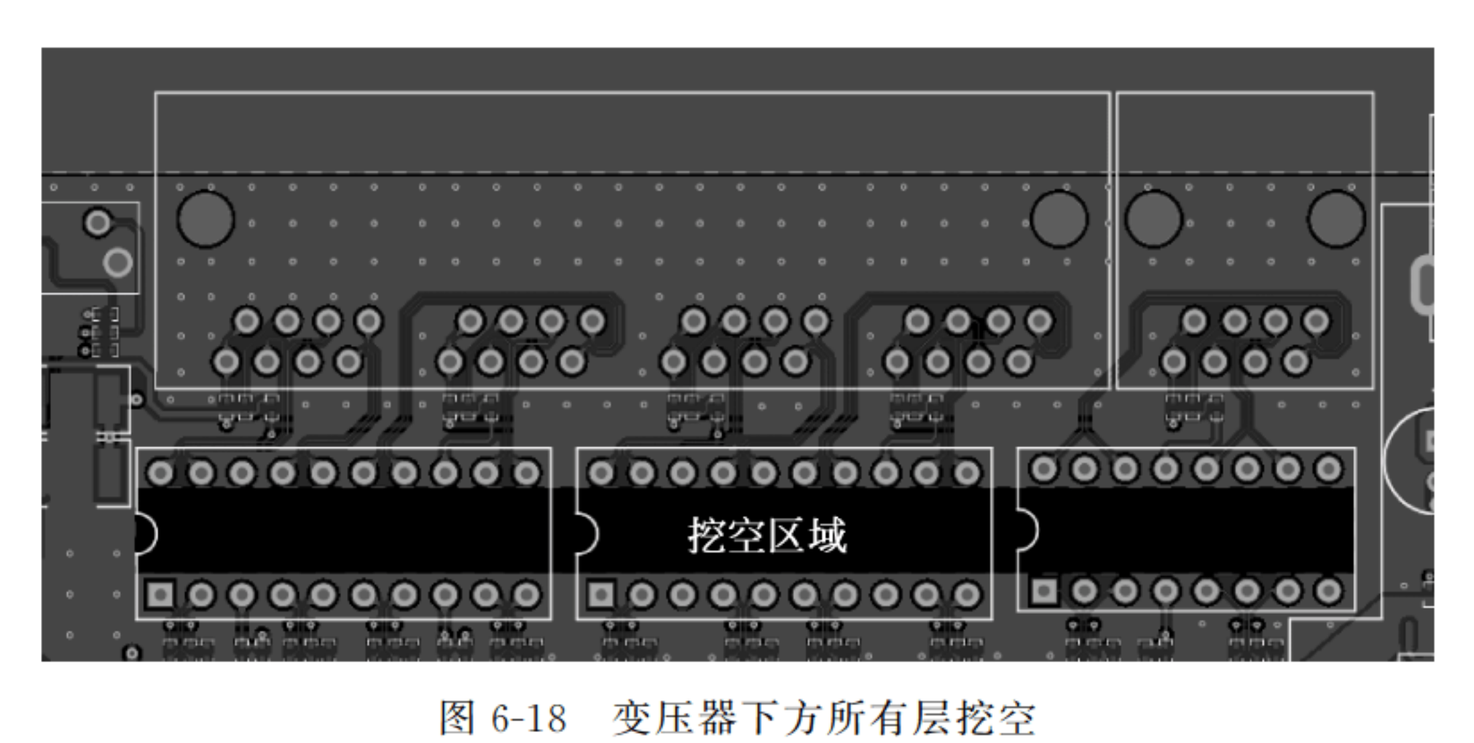
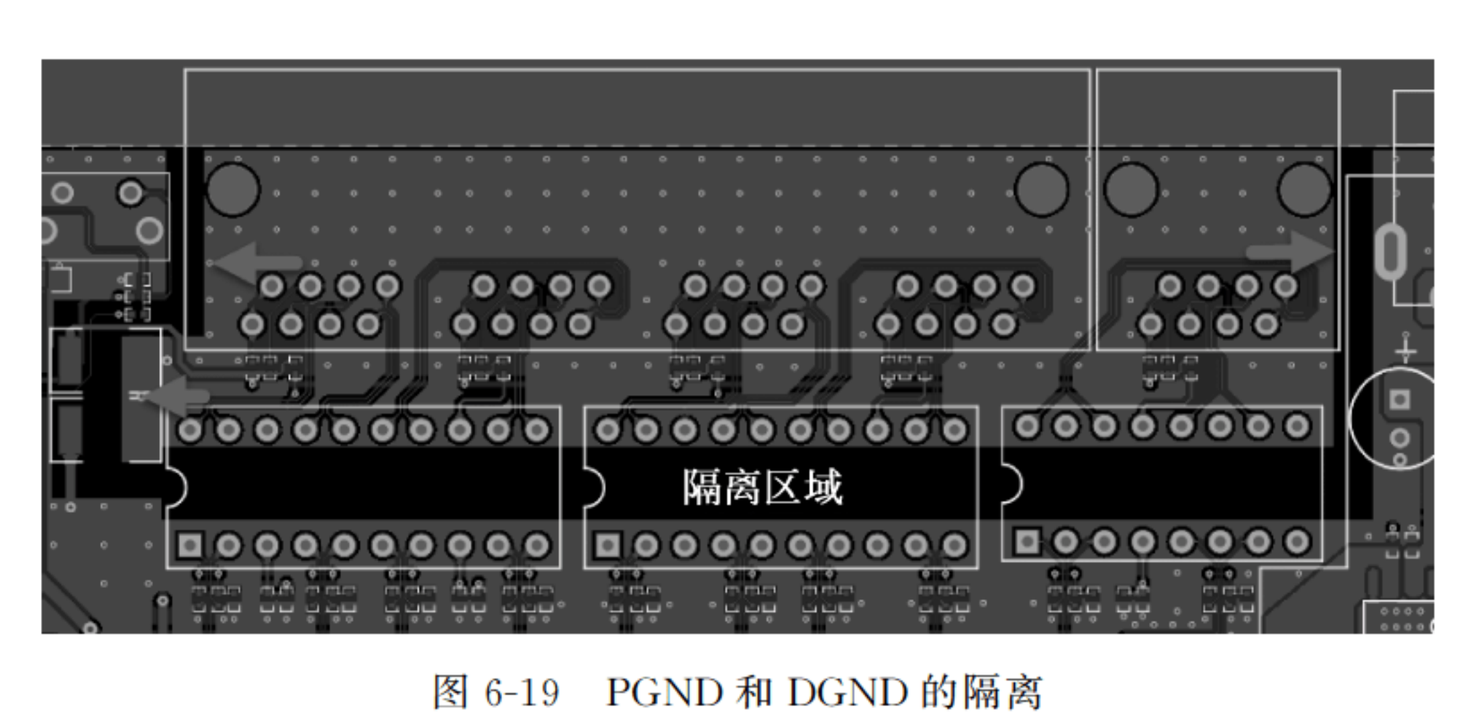

图 6-18　变压器下方所有层挖空
图 6-19　PGND 和 DGND 的隔离
(1) 布局方面
① 若是非集成型，要求变压器尽量靠近 RJ-45，PHY 芯片和变压器之间的距离也应尽量缩短。若是集成型，则 PHY 芯片尽量靠近 RJ-45。
② 复位电路远离时钟及发送、接收差分信号，时钟电路应靠近 PHY 芯片，远离板边和高频信号。
③ 交流端接的放置。如果以太网转换芯片的资料有布局要求(有的芯片会要求放置在以太网转换器端)就按照芯片资料完成布局；如果没有要求，一般情况下交流端接靠近以太网转换芯片。
(2) 布线方面
① TX±、RX±两对差分信号尽量走表层，以减少过孔数量，对内等长保证误差在 5mil 范围内。TX 和 RX 不需要等长，走线长度差保持在 2cm 之内即可。
② 交流端接一般要经过电阻再连接到芯片或者变压器，不允许有 STUB(线头)的存在。
③ 对非集成型 RJ-45，若没有将两边地分开，变压器下方所有层需挖空，不用挖空到管脚，且不可走与变压器无关的信号，如图 6-18 所示。若是分出 PGND 和 DGND，则需将两地隔离至少 80mil，如图 6-19 所示。